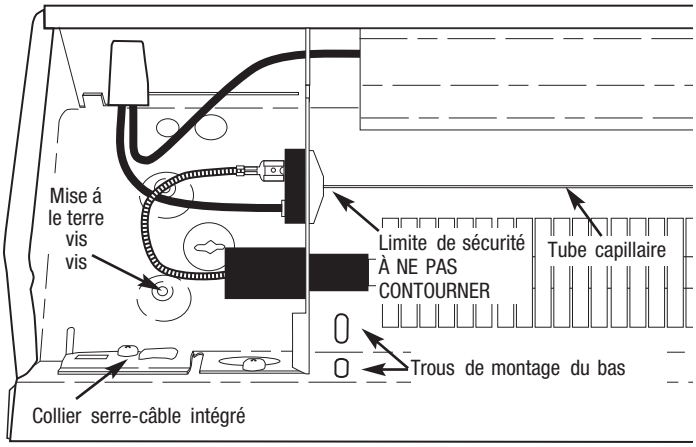

Figure 4 : Vue du compartiment de câblage du côté gauche
10. Au montage du radiateur, si les trous de montage inférieurs ne sont pas utilisés (Voir la Figure 4), assurez-vous que des vis n'endommagent pas le câblage d'alimentation dans la zone derrière le radiateur.
11. N'enlevez pas et ne contournez pas le contrôle de limite de sécurité car cela pourrait faire du radiateur un risque de départ d'incendie – consultez la figure 4.
5. Desserrez la vis du collier serre-câble (Figure 4) ou ouvrez le trou à enfoncer voulu du compartiment de câblage du radiateur. Installez câble d'alimentation électrique dans le compartiment de câblage en laissant au moins 6 pouces (153 mm) de câble pour le au radiateur. Pour installer deux câbles d'alimentation en utilisant le collier serre-câble intégré, courbez vers le haut la patte couvrant le deuxième trou et ramenez-la vers la cloison arrière du de câblage. Si un serre-câble intégré n'est pas utilisé, installez une retenue de câble approuvée (non incluse) dans le trou à enfoncer choisi.
REMARQUE: Des perforations marquées d'une croix pour le montage sont fournies à l'arrière du carter de radiateur au-dessus de l'élément de chauffe aux emplacements pour vis de montage (Voir la Figure 4).
6. Positionnez le radiateur à l'emplacement voulu et fixez-le au mur avec des vis à bois ou de la visserie appropriée. Localisez les poteaux muraux et si possible fixez les vis dedans. Pour des radiateurs jusqu'à 6 pieds (1,8 m) de long, une vis à chaque extrémité est adéquate. Pour des unités plus longues, une vis additionnelle au centre est nécessaire. Serrez ces vis, puis desserrez-les d'un quart de tour pour permettre au radiateur de se dilater et de se contracter pendant son utilisation. Si l'unité est montée au-dessus du sol, deux trous de montage additionnels sont fournis à chaque extrémité sous l'élément de chauffe (Voir la Figure 4). Installez une vis supplémentaire à chaque extrémité pour la stabilité, en vous assurant de les dévisser chacune d'au moins un quart de tour.
5. Un contrôle de limite de sécurité est fourni pour couper automatiquement le radiateur s'il est obstrué ou chauffe trop pour toute raison, du fait de conditions anormales (Voir les Figures 4 et 5). NE contournez PAS ou ne désactivez pas ce dispositif de sécurité (Voyez l'avertissement 11 en page 2). Durant un fonctionnement normal ce dispositif de contrôle ne doit pas s'activer. Si vous constatez que de contrôle s'active, assurez-vous que le radiateur n'est pas obstrué. Si le radiateur continue d'être coupé en chauffant, débranchez son alimentation et faites-le vérifier et réparer par un électricien qualifié.